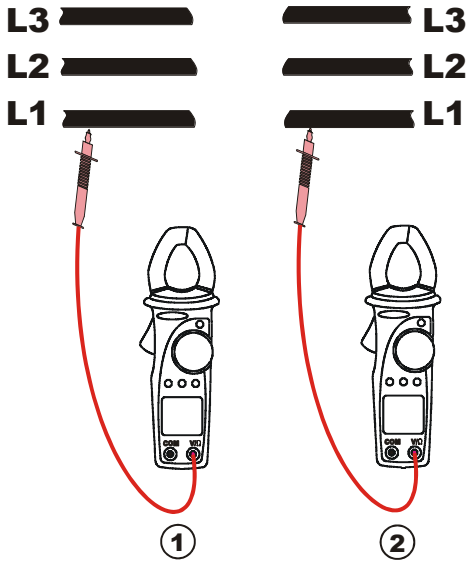
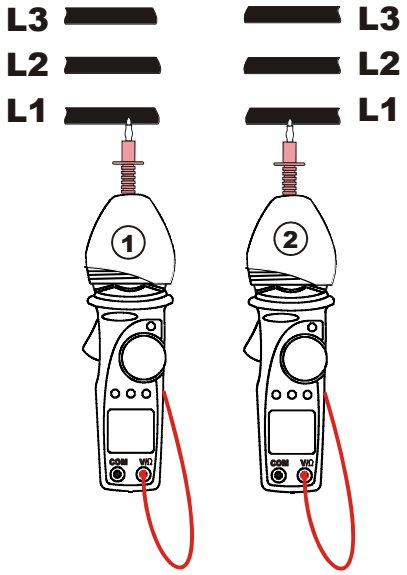

Fig. 16: Detecção da concordância de fase
Fig. 17: Detecção da concordância de fase com capacete de borracha
4. Ligar a ponteira vermelha à fase L1 (ver Fig. 16, 1ª medição). Como alternativa usar o capacete de borracha para alojar a ponteira vermelha (ver Fig. 17, 1ª medição).